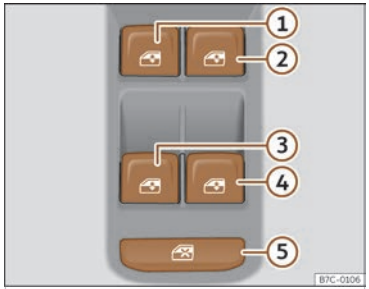

Fig. 59 Detalle de la puerta del conductor: mandos para las ventanillas.
Mediante el mando de seguridad ››› **fig. 59** ⑤ de la puerta del conductor puede desactivar las teclas de los elevalunas de las puertas traseras.